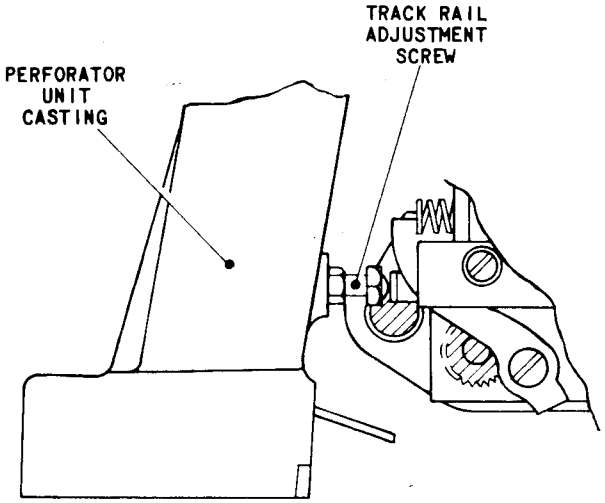

FIG.L.5 CORRECTOR TRACK RAIL ADJUSTMENT MECHANISM
3.2 If this condition is not present, slacken the locknut securing the track rail adjustment screw, Fig.L.5 (located on the perforator unit) casting) and adjust this screw until the condition is satisfied. Tighten the locknut.